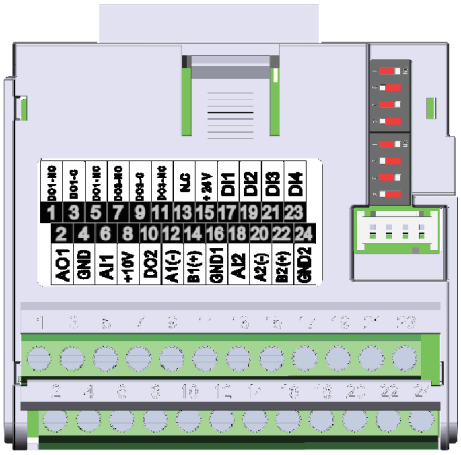

Figure 20.4: *Plug-in module CFW500-CRS485*
The CFW500-CRS485 plug-in module has Serial (1) interface through RS-485 port at terminals 12 (A-) and 14 (B+), as well as the Serial (2) interface through another RS-485 port at terminals 20 (A2+) and 22 (B2+), see Figure 20.4 on page 20-1. See also, GND1 on terminal 16 and GND2 on terminal 24 are isolated each other and from GND on terminal 4.